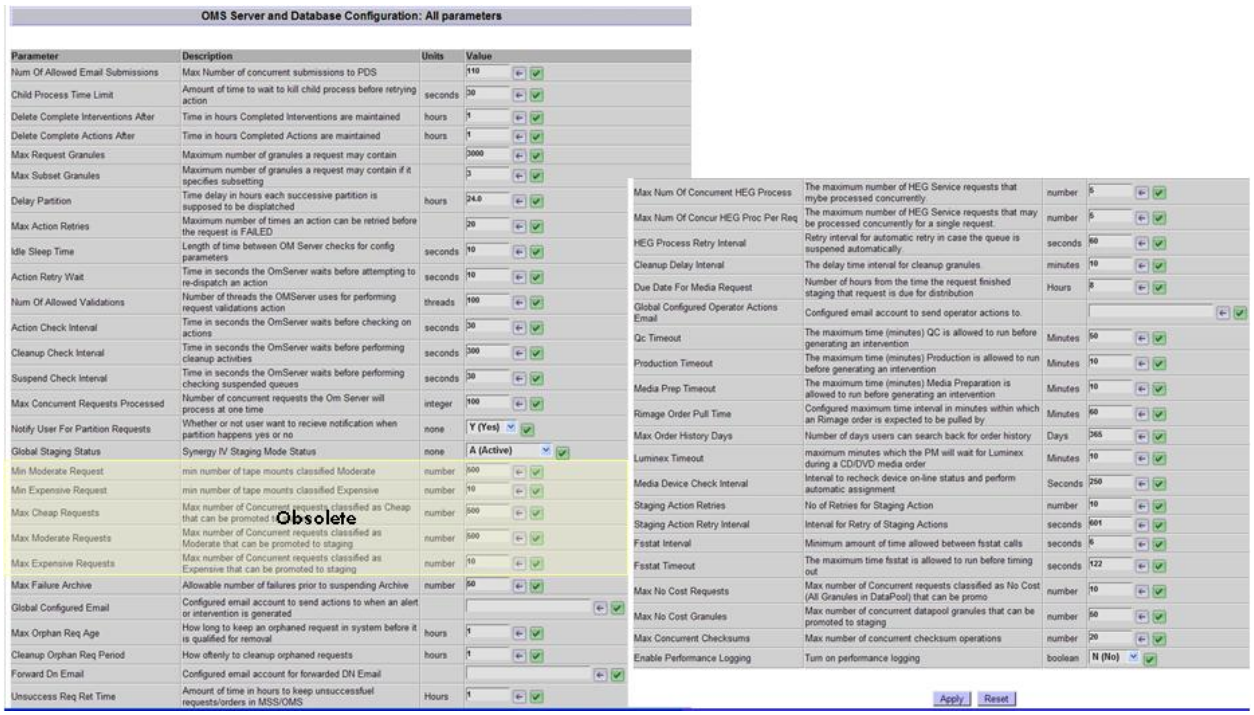

Figure 15.10-2. OMS Server and Database Configuration Page
The **OMS Server and Database Configuration** page (Figure 15.10-2) provides the full-capability operator with the capability to check and modify OMS server or database parameter values.
2 Click **[All]** submenu option, listed under the **Server/Database** header, to display its page (Figure 15.10-2). To view individual parameter's page click on its associated link:
- To display the **OMS Server and Database Configuration: <name> parameters** page (Figure 15.10-2), click on one of the links listed under the **Server/Database** header of the **OM Configuration** submenu (Example: [**All]**, [**queue parms]**, etc…)